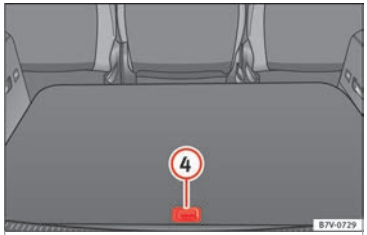

Bild 188 Andra förvaringsutrymmen i bagageutrymmets golv.
Öppna det bakre förvaringsfacket ››› bild 188 (4):	▷ Lyft upp den bakre delen av bagageutrymmets golv med handtaget.